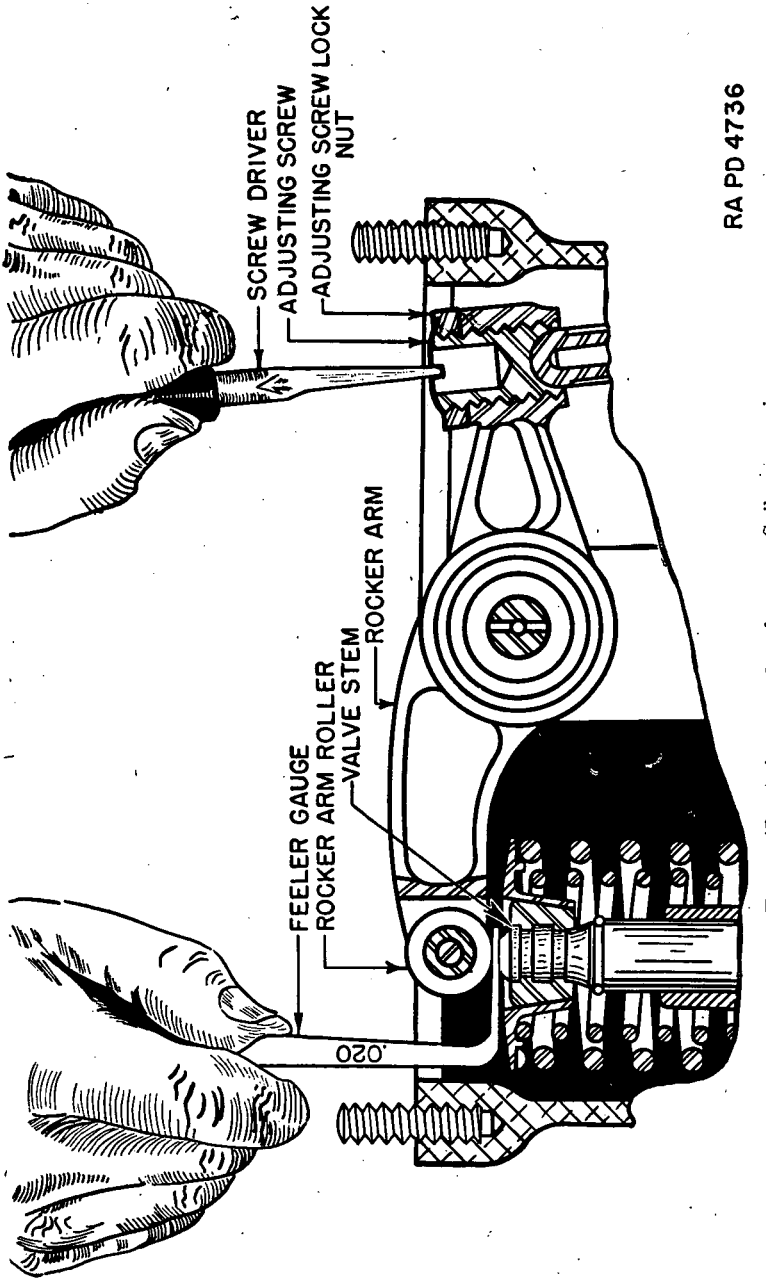

FIGURE 47.—Adjusting valve clearance, Guiberson engine.
(*e*) Loosen valve clearance adjusting screw lock nut (fig. 47).
(5) *Valve clearance adjustment* (fig. 47).—For push rod removal perform steps (1) (*a*), (*b*), (*c*), and (*d*) above.
(*a*) Using a screw driver having the correct bit size ($\frac{3}{32}$ by 1/2 inch), turn the adjusting screw until the correct clearance is obtained (fig. 47).